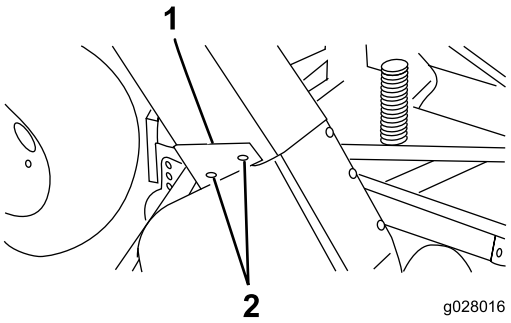

**Figure 19**
4. Glissez la goulotte sur l'ouverture du ventilateur et sur les goujons de montage (Figure 19).